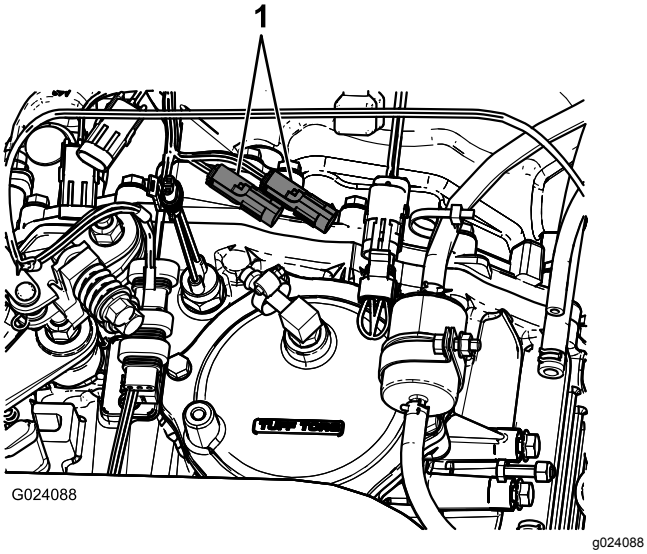

Figur 12
9. Forbind den eksisterende hastighedssensor med hastighedssensorstikket og hastigheds-sensorudgangsstikket på det nye ledningsnet (Figur 12).